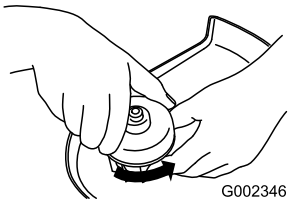

Figuur 12
1. Draai de kap linksom (Figuur 12).